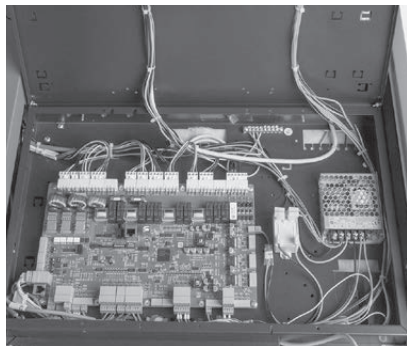

Fig. 99 Quadro di comando aperto
▶ Aprire il coperchio. Il quadro di comando contiene la scheda madre (scheda bruciatore) – Fig. 99.